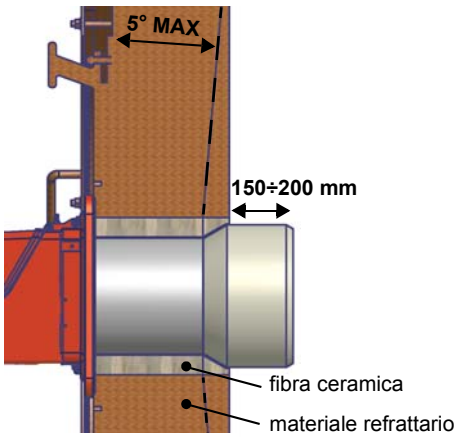

Fig. 5
- Caldaie a tre giri di fumo (con il primo giro fumi nella parte posteriore): il boccaglio deve entrare in camera di combustione per circa 150÷200 mm (Fig. 5).